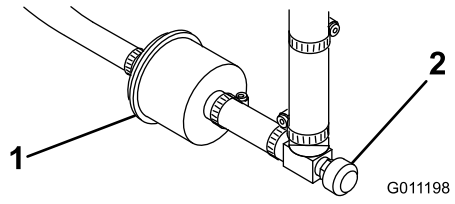

Figur 38
Et filter er indbygget i brændstofrøret mellem brændstoftanken og karburatoren (Figur 38). Udskift filteret for hver 800. time eller før, hvis brændstoftilstrømningen er begrænset. Sørg for, at pilen på filteret peger væk fra brændstoftanken.
1. Luk brændstofafbryderventilen, løsn slangeklemmen på karburatorsiden af filteret, og fjern brændstofledningen fra filteret (Figur 38).
2. Anbring en bakke under filteret, løsn den tilbageværende slangeklemme, og fjern filteret (Figur 38).